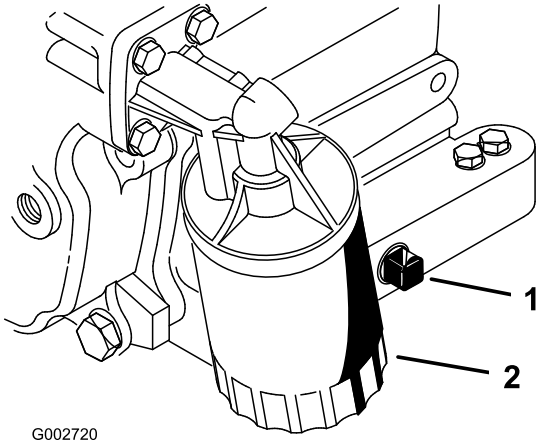

Figur 25
2. Ta bort avtappningspluggen (Figur 25) och låt oljan rinna ner i ett kärl. Sätt tillbaka avtappningspluggen när oljan har slutat rinna.
3. Avlägsna oljefiltret (Figur 25). Stryk på ett tunt lager ren olja på den nya filterpackningen.